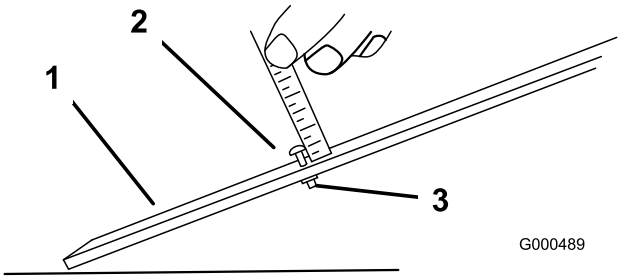

Figur 52
3. Løsne mutteren på høydemåleren (Figur 52), og fest justeringsskruen i ønsket klippehøyde. Klippehøyden